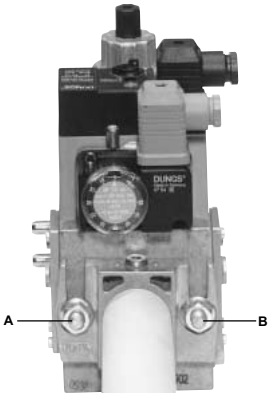
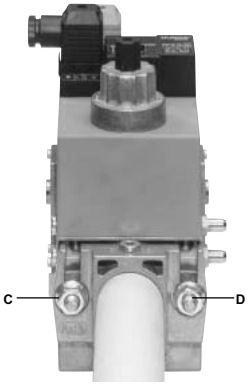
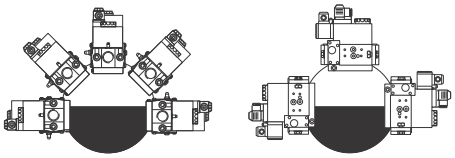

Fig. 21
Fig. 22
Fig. 24
3. stringere le viti A, B, C e D (Fig. 21 - Fig. 22), rispettando le posizioni di montaggio (Fig. 24);
1. Allentare le viti A e B **non** svitare (Fig. 21 e Fig. 22).
2. Svitare le viti C e D (Fig. 21 e Fig. 22).